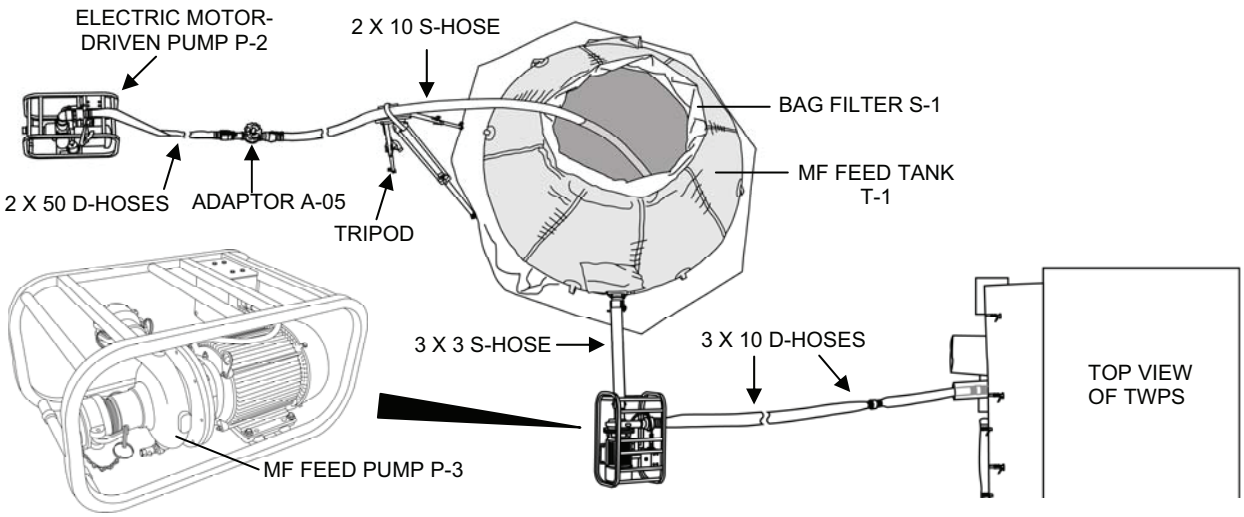

Figure 8. MF System: MF Feed Tank to TWPS Skid.
- **One 2-in., 10-ft. green-banded section of rigid suction hose.** Discharges raw water from Adaptor A-05 into the top of the MF feed tank (Figure 8).
MF System: MF Feed Tank to TWPS Skid (Figure 8)